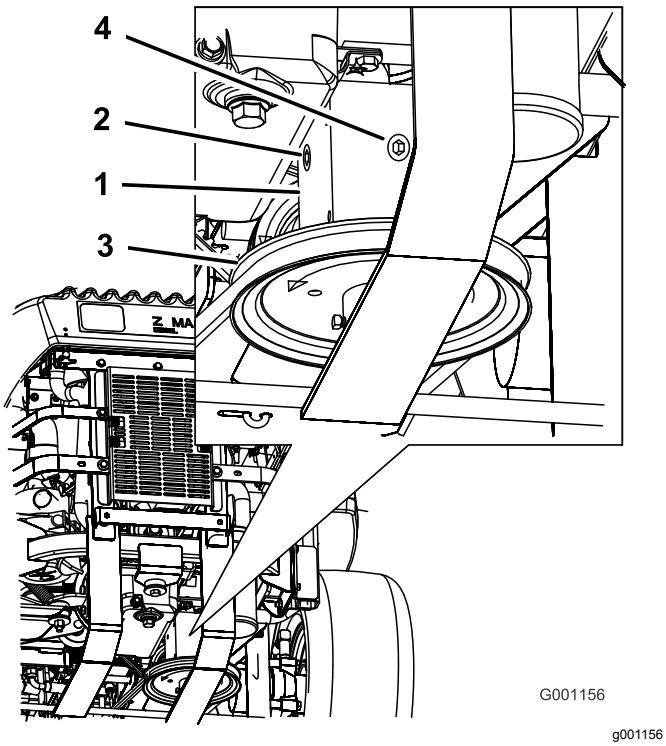

Figur 76
3. Fjern side- eller bakpluggen på girkassen (Figur 76).